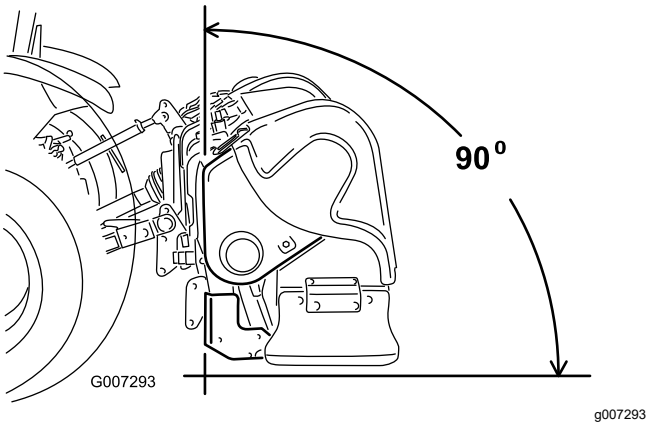

**Figuur 7**
**Opmerking:** Voor de beste beluchtingsgaten moet u de voorkant van de machine tijdens het werk verticaal uitlijnen(Figuur 7). Stel de bovenste schakel af om deze hoek te veranderen. Zie Tips voor bediening en gebruik (bladz. 29) voor aanvullende informatie.